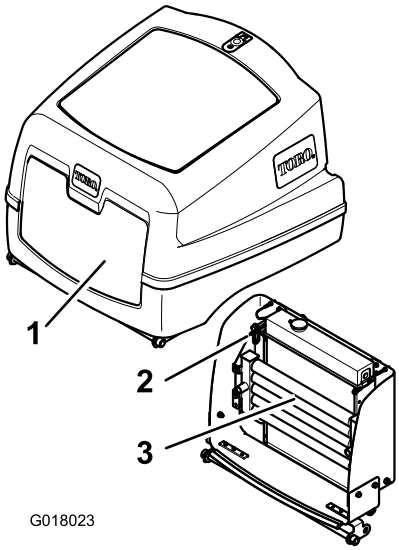

Figur 42
4. Lås opp panserlåsen og åpne panseret (Figur 42).